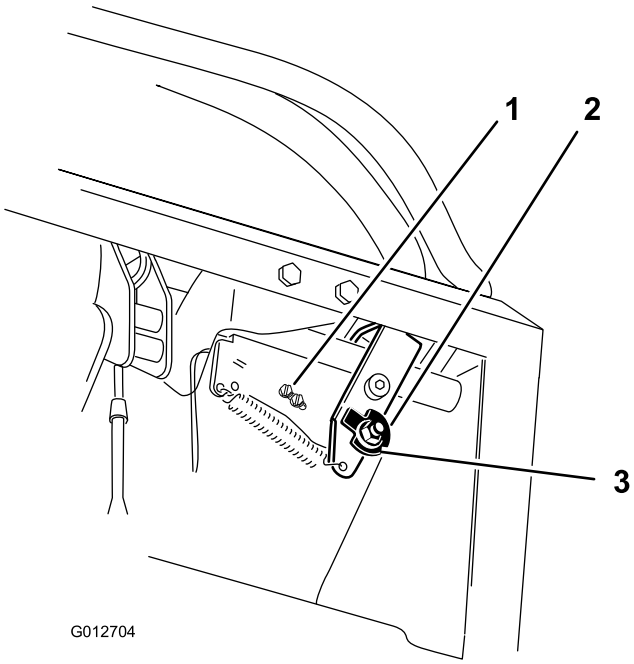
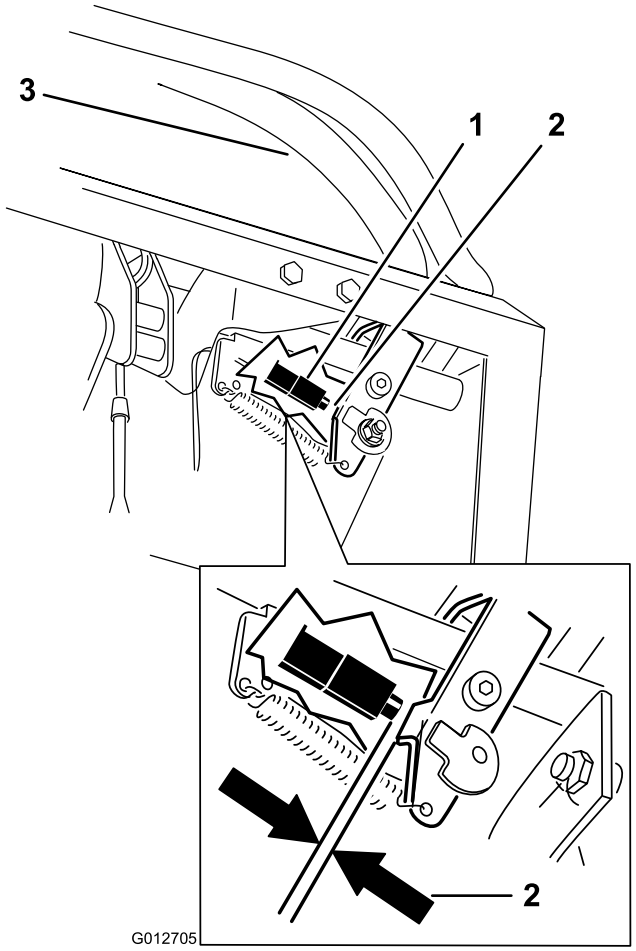

Figura 70
Figura 71
7. Afloje la tuerca que sujeta la leva (Figura 70).
10. Compruebe la distancia entre la palanca de control y el interruptor, según se muestra en Figura 71. El espacio debe ser de 3 mm con la palanca de control de movimiento derecha en la posición de bloqueo/punto muerto.
11. Si es necesario, afloje los tornillos que sujetan el interruptor, y ajuste el interruptor (Figura 70 and Figura 71).